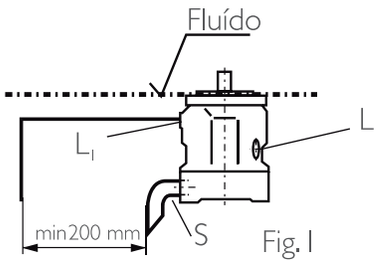

Fig. 1
a) Se o nível mínimo do fluido estiver igual ou acima da superfície do flange de montagem da bomba: Conexões "L" fechada, "L_1"e "S" abertas; L com tubulação, "S" recomendável com tubulação de sucção. (ver fig. 1).